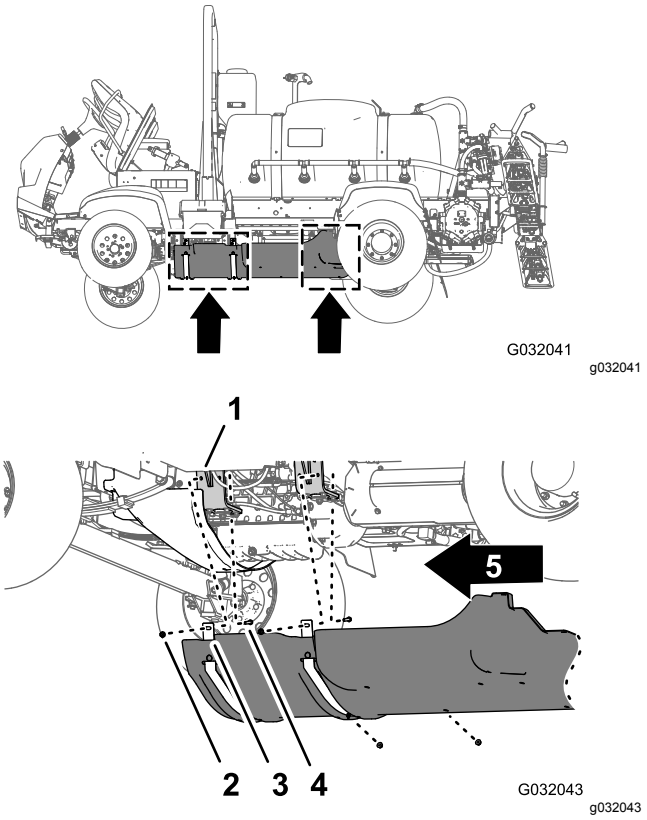

Figur 123
1. Rikta in underredshöljet mot underchassit på maskinen (Figur 123).
2. Trä stödremmarna för underredshöljet över skruvarna och vagnsskruven vid motormonteringsfästena på maskinen (Figur 123).
3. Montera underredshöljet på motormonteringsfästena och skruvarna (Figur 123) med de fyra flänslåsmuttrar (5/16 tum) som du tog bort i steg 2 i 7 Ta bort underredshöljet (sida 15).